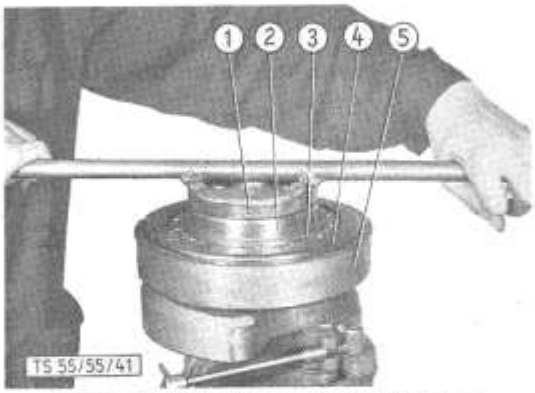

Bild 41: **Gewindering der Kurbelwelle lösen**
2. Gewindering (38/13) der Kurbelwelle mit Schlüssel (41/1) abschrauben und entfernen (Bild 41).